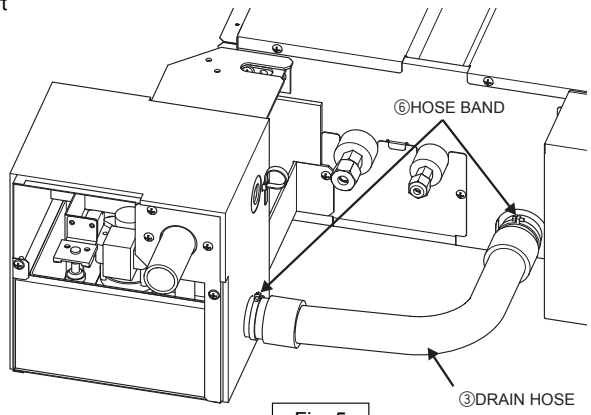

Fig. 5
(1) Connect each end of ③DRAIN HOSE 1 to the drain port on the unit and on the drain pump. (Fig. 5)
(2) Secure the hose with ⑥HOSE BANDs at both ends of the hose. (Fig. 5)